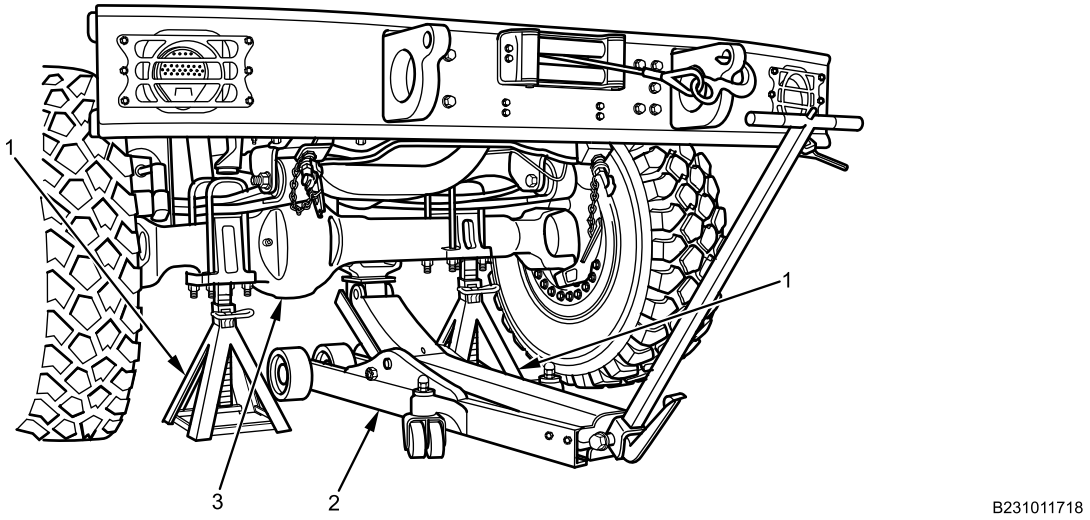

Figure 1. Support Front Axle.
1. Raise front axle (Figure 1, Item 3) with 20-ton floor jack (Figure 1, Item 2). Ensure wheels are raised above ground. Support front axle with 10-ton jackstands (Figure 1, Item 1) on leaf spring lower plate.